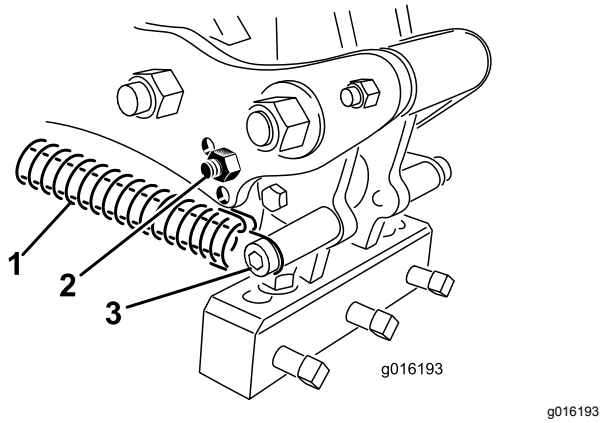

Figur 39
3. Løsne fjærspenningen ved pipehodet (Figur 39).
4. Fjern støtfangerbolten og selve støtfangeren fra forbindelsesarmen, og sett disse inn igjen i det andre justeringshullet (Figur 39).